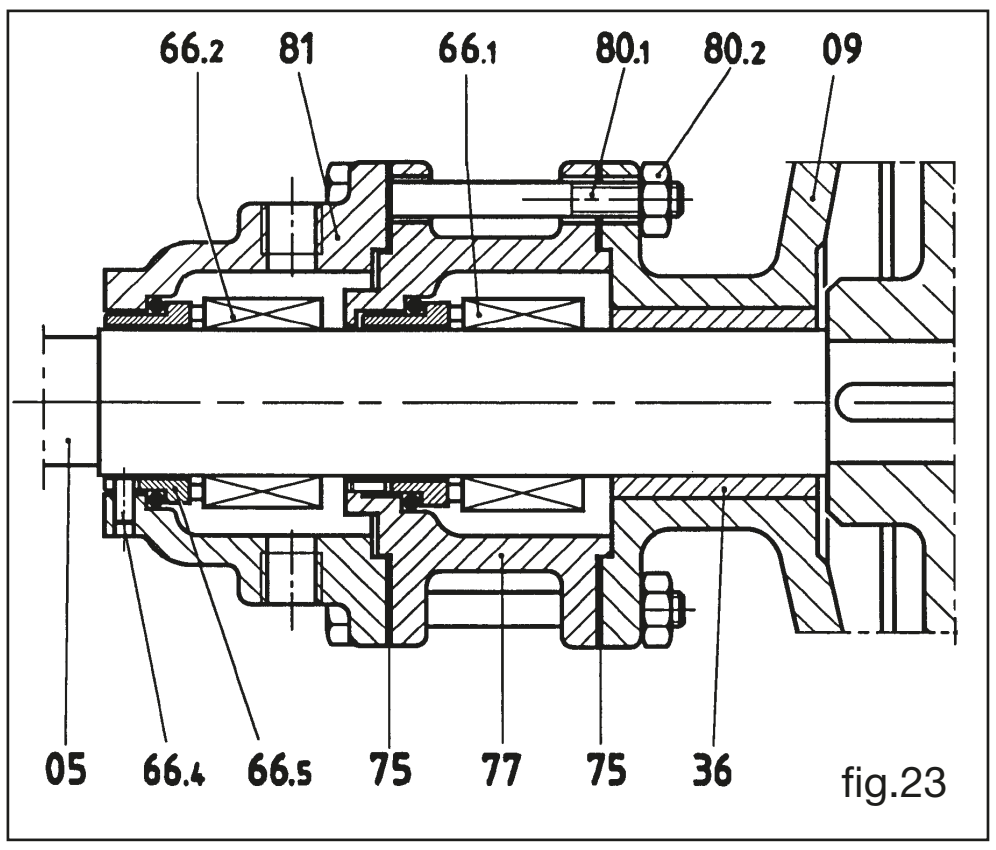

fig.23
12.6 **Montage de la double garniture mécanique ST7** (fig. 23)